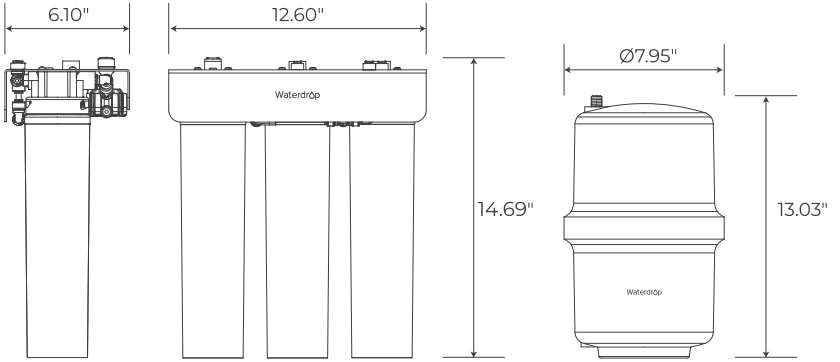

Figure 12
4. The system measures **12.60" ×6.10" ×14.69"**, and the storage tank measures Ø**7.95" ×13.03**". Ensure there is sufficient space beneath the countertop to install the system **(Figure 12)**.